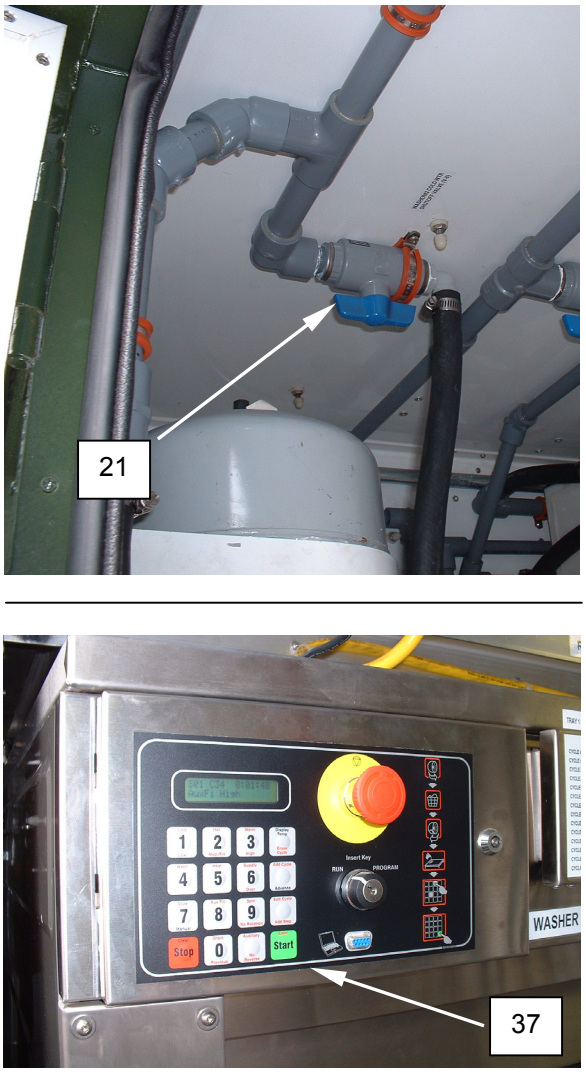

Figure 18. Purge Washer No. 2.
1. Open the washer No. 2 cold water inlet valve V-8 **(Figure 18, Item 9)**.
2. Run cycle 34 on washer No. 2 **(Figure 18, Item 26)** to evacuate water from the washer supply and detergent lines.
3. Press ENTER followed by ADVANCE when washer No. 2 **(Figure 18, Item 26)** indicates a "DIDN'T FILL WITHIN TIME" alarm.
4. Wait until washer No. 2 **(Figure 18, Item 26)** displays DONE.